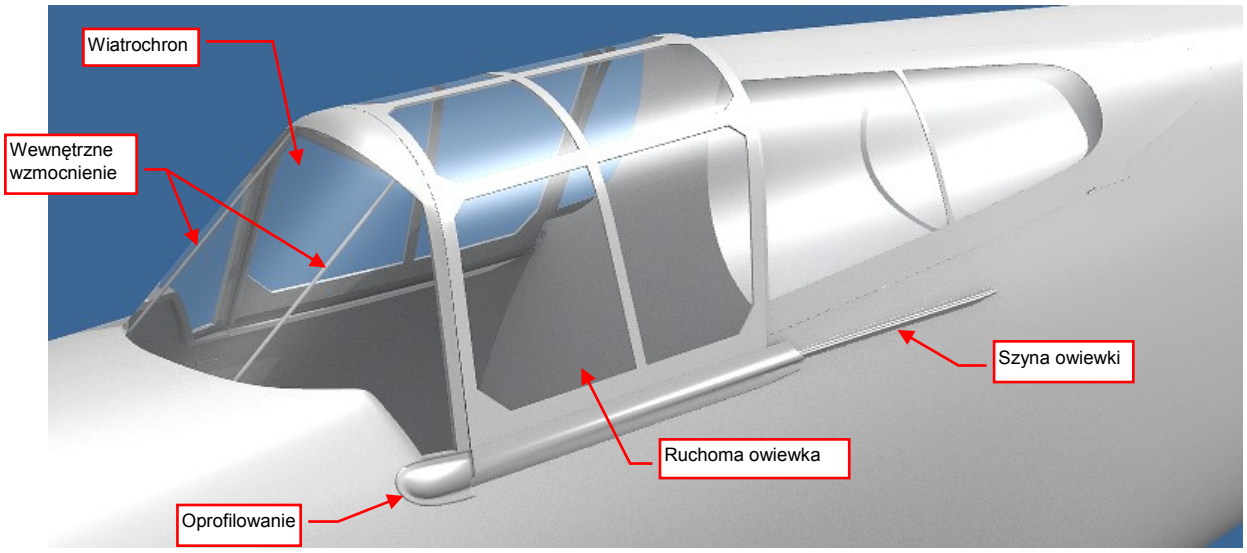

Rysunek 3.15.1 Elementy osłony kabiny pilota
W tej sekcji uformujemy przednią część kabiny. W P-40 zastosowano typowe dla tego okresu rozwiązanie, złożone z wiatrochronu i odsuwanej do tyłu owiewki (Rysunek 3.15.1):
- Tylny przekrój owiewki był nieznacznie węższy i niższy od przedniego (dosłownie o kilka milimetrów). Na mniejszą wysokość wskazuje lekkie pochylenie górnej krawędzi szkła w rzucie z boku. (Wydaje się być także widoczne na zdjęciach). Na mniejszą szerokość — mała "falbanka" blachy wokół szyny, po której poruszała się owiewka (por. str. 189, Rysunek 3.15.1 oraz str. 196, Rysunek 3.15.15b)